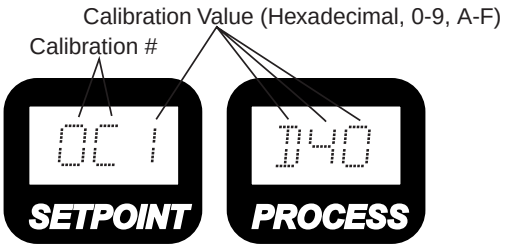

Figure-3
3. Press the **INDEX** key until you reach "INP". Use the **UP** and **DOWN** arrow keys until "---"shows in the right display. Press **ENTER**, and the two left digits of the left display will read "0C" (See Figure-3).